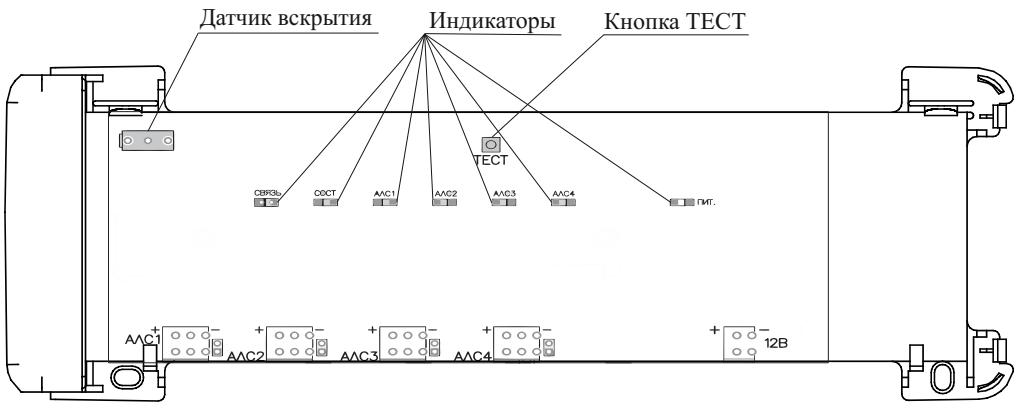

Рисунок 3 – Лицевая сторона со снятой крышкой
5.1 Модуль конструктивно выполнен в пластмассовом корпусе. Корпус состоит из двух частей – основания и крышки (рисунки 1 и 2). Крышка имеет окна для индикаторов ПИТАНИЕ, СОСТ., СВЯЗЬ, «АЛС1», «АЛС2», «АЛС3», «АЛС4», расположенных на плате (рисунок 3).
5.3 В основании имеются вырезы для подвода проводов к клеммным колодкам, расположенным на плате. Внутри корпуса на основании расположена плата с электронными компонентами (рисунок 3).